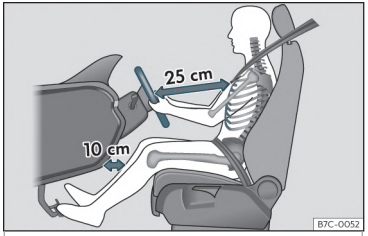

Fig. 2 Distanța corectă dintre șofer și volan trebuie să fie de cel puțin 25 cm (10 inchi).
- Reglați volanul la o distanță de cel puțin 25 cm (10 inchi) de stern>>> **fig. 2** , astfel încât să-l puteți ține cu ambele mâini de ambele părți exterioare, cu brațele ușor flexate.
- Reglați scaunul astfel încât să puteți apăsa pedalele cu genunchii ușor flexați, iar dintre genunchi și planșa de bord trebuie să fie de minim 10 cm (4 inchi)>>> **fig. 2** .